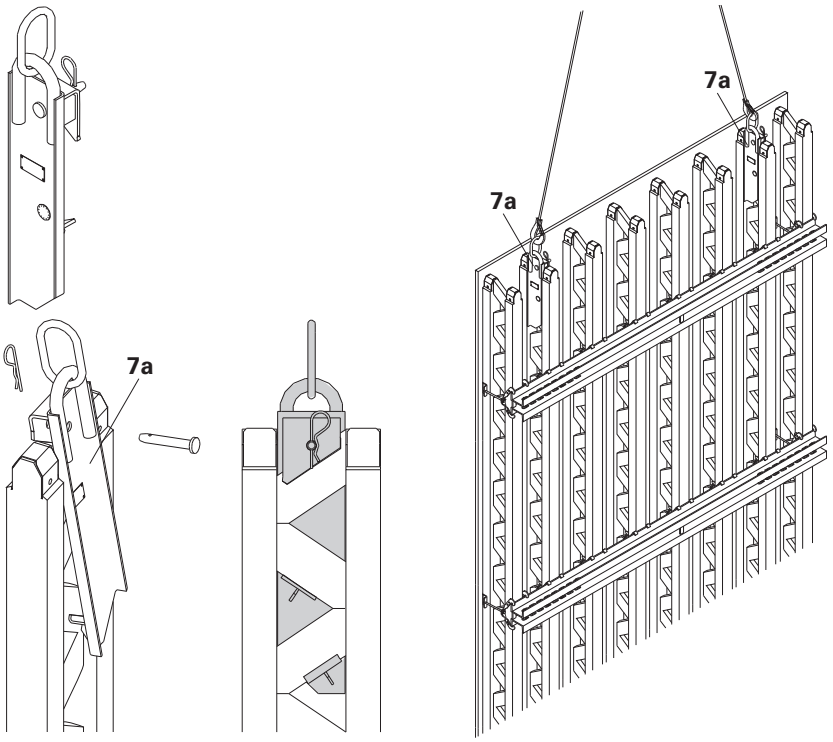

Rys. B3.01
- Zawsze montować 2 sztuki, symetrycznie względem środka ciężkości. (Rys. B3.01)